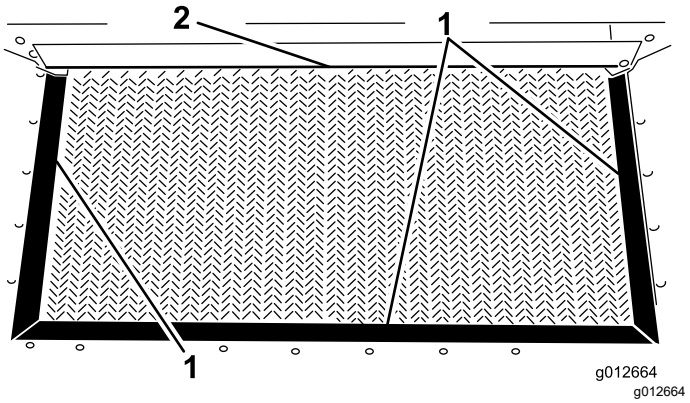

Figur 27
3. Undersøk beholderforseglinger og lemkanten for rifter eller slitasje (Figur 27).